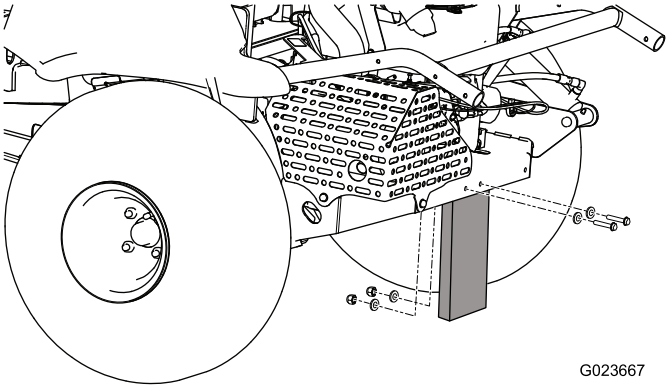

Figuur 3
1. Verwijder de moeren, bouten en ringen waarmee de verzendingsplaat aan de achterkant van de machine is bevestigd (Figuur 3).